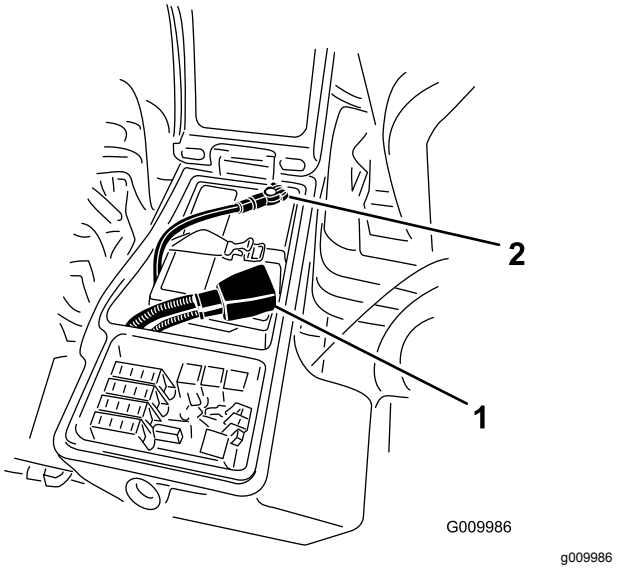

**Figur 66**
4. Fäst pluskabeln (röd) till plusanslutningen (+) och minuskabeln (svart) till minusanslutningen (-) på batteriet (Figur 66). Fäst kablarna till posterna med huvudskruvar och muttrar. Se till att plusanslutningen (+) går ända upp till polen och att kabeln sitter tätt emot batteriet. Kabeln får inte vidröra batterilocket. Trä gummiskon över plusanslutningen för att förhindra eventuell kortslutning.